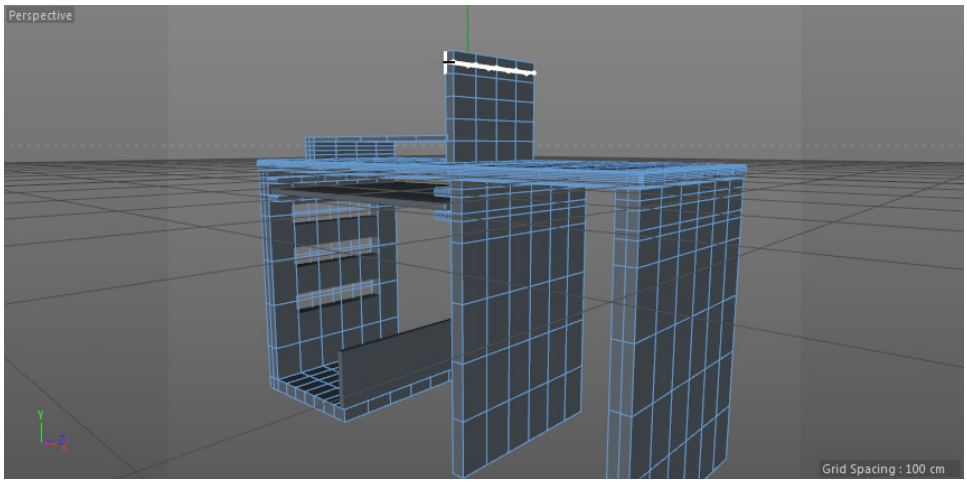
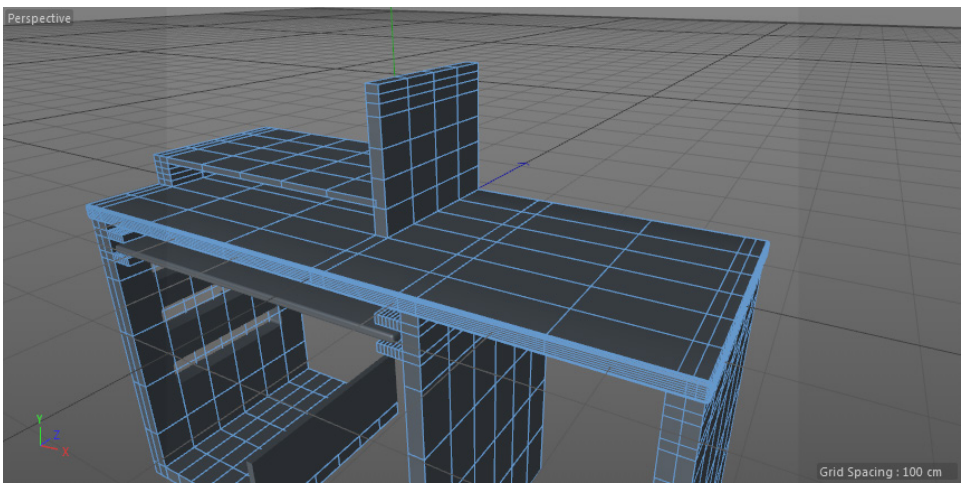

Figure 3-104 *Clicking on edge to create a new edge loop*
Figure 3-105 *Two new edge loops added to the Computer table*
5. Make sure the **Enable Snap** tool is deactivated in the Modes Palette. Next, click on the edge, refer to Figure 3-104; a new edge loop is added to *Computer table*. Again, create an edge loop using the **Loop/Path Cut** tool, refer to Figure 3-105.